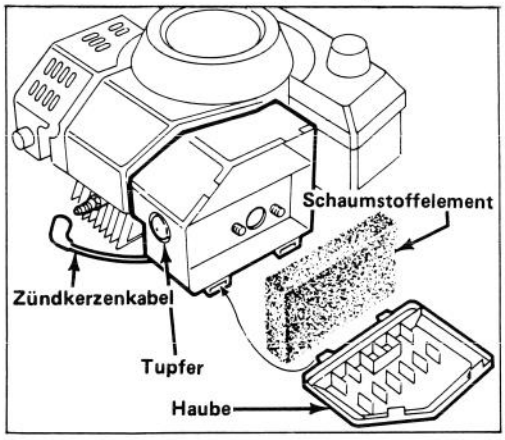

Abbildung 9
1. Stellen Sie den Motor ab und ziehen Sie das Kabel aus der Zündkerze (Abb. 9).
2. Streifen an der Oberseite der Luftfilterhaube anheben und Haube abheben. Haube sorgfältig säubern. (Abb. 9).
3. Wenn die Außenseite des Schaumstoffelements schmutzig ist, vom Luftfiltergehäuse entfernen (Abb. 9). Sorgfältig säubern.
1. Den Motor abstellen und das Kabel aus der Zündkerze ziehen (Abb. 9).
2. Um die Zündkerze herum sauberwischen und die Zündkerze vom Zylinderkopf abnehmen (Abb. 9).